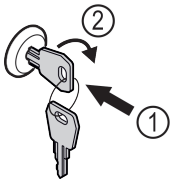

Fig. 175
▶ Introduceți cheia prin apăsare. *Fig. 175 (1)*
▶ Rotiți cheia cu 90° în sensul acelor de ceasornic. *Fig. 175 (2)*